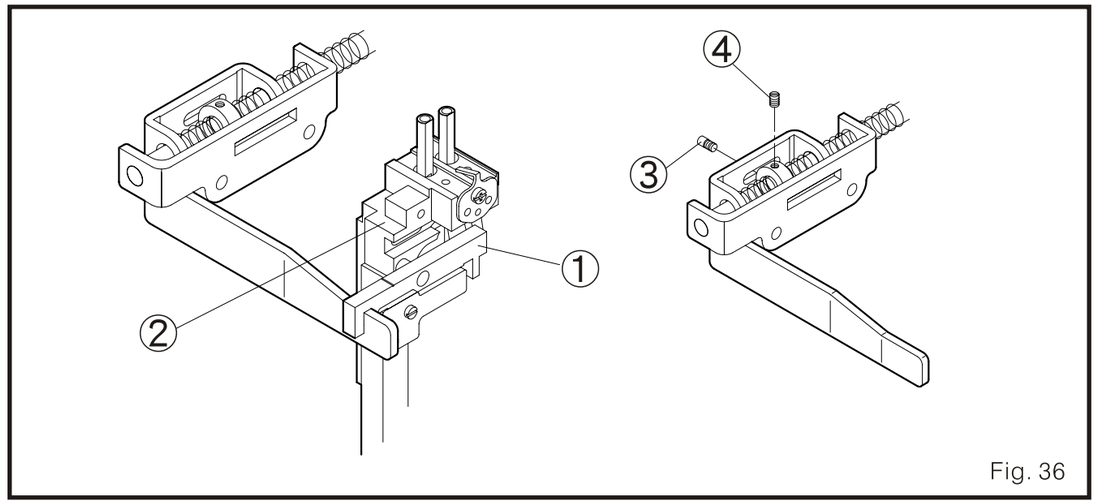

Fig. 36
2. Ajuste la placa fija del eje deslizante (Fig. 36)